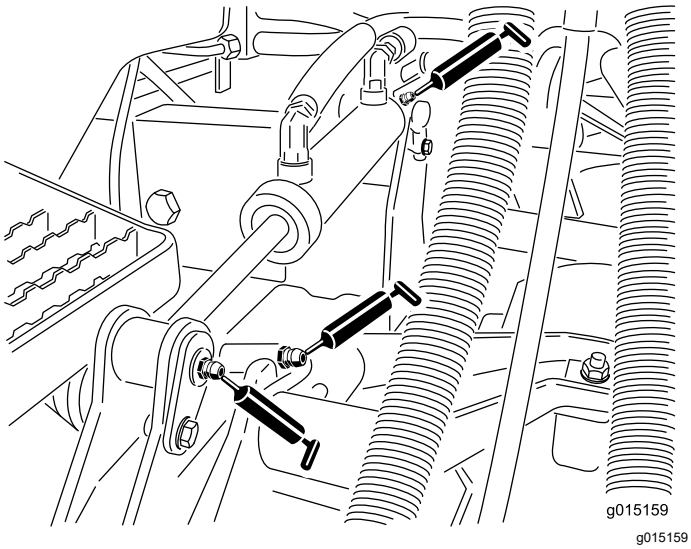

Figuur 50
- Lagerbussen van hefarm (1 per maaidek) (Figuur 50)
- Lagerbussen van hefcilinder (2 per maaidek) (Figuur 50)